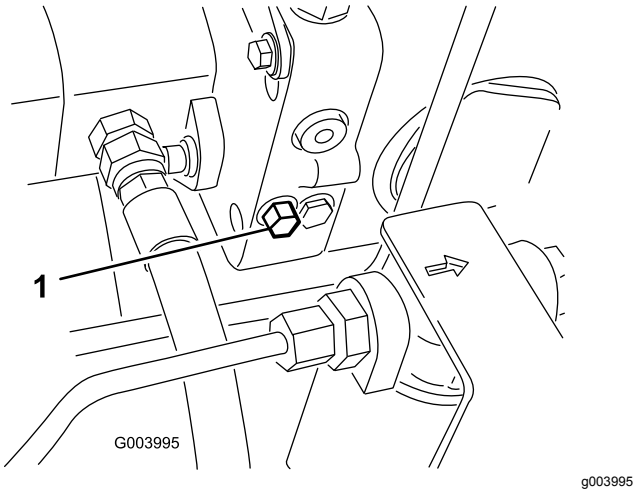

Figur 37
1. Omløbsventilen er placeret på venstre side af hydrostaten (Figur 37). Drej bolten 1-1/2 omgang for at åbne den og lade væsken løbe om internt.